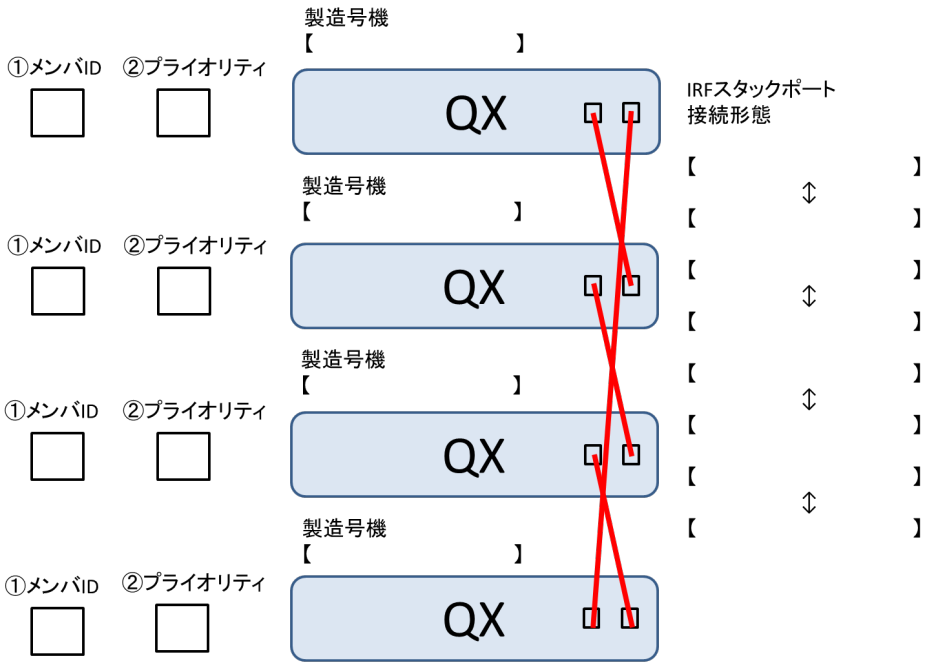

図 8-1 IRF スタック構成図
IRF スタック構成時の交換作業を実施する前に”*単体構成時の情報入手*”に記載された 4 点に加え、お客様より IRF スタック構成時の情報を入手してください。図 8-1を参考にして記録しておいてください。お客様から IRF スタック構成時の情報を入手できない場合は、営業部門、SE 部門にエスカレーションして情報を入手してください。事前にお客様または営業部門、SE 部門より IRF スタック構成時の情報を入手できない場合は、現地で確認してください。以下に現地で確認する手順を示します。
上記表示例の MemberID が IRF スタックメンバ ID になります。図 8-1の①に該当します。Priority がプライオリティになります。図 8-1の②に該当します。Description が IRF スタックメンバスイッチの説明になります。Mac persistent が IRF スタックブリッジ MAC アドレスの維持時間になります。Auto upgrade がソフトウェアオートアップグレードの設定となります。